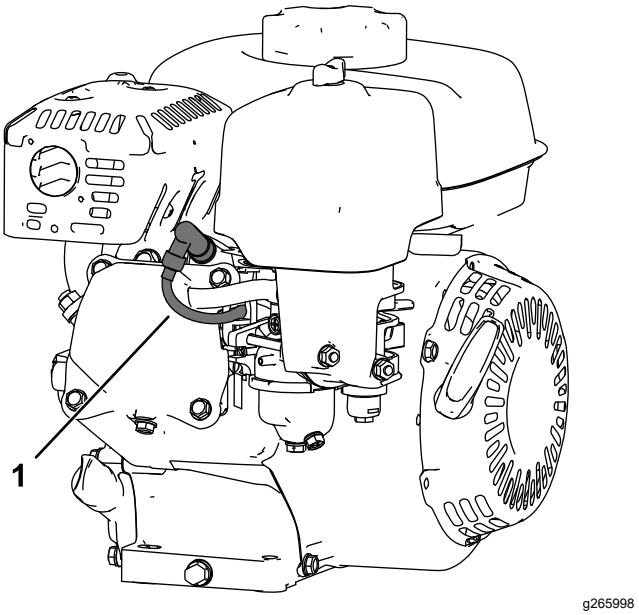

Figuur 27
5. Maak de bougiekabel los (Figuur 27).